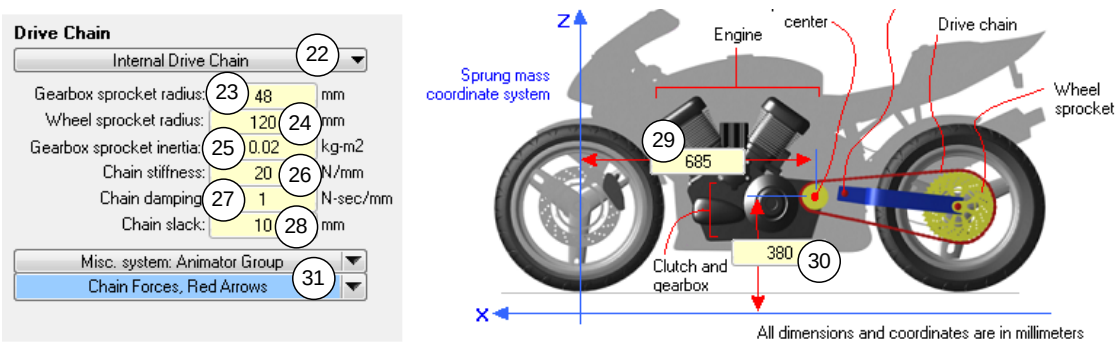

Figure 14. Screen for the chain drive mechanisms.
On the **Powertrain: Chain Drive** screen, the drive shaft parameters ((14) - (21)) are replaced by the drive chain parameters ((22) - (30)) as shown in Figure 14.